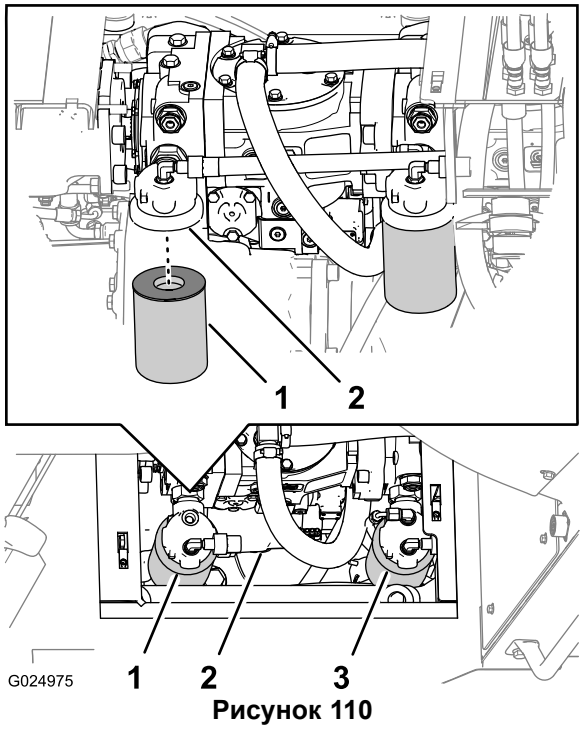

Рисунок 110
Примечание: Доступ к фильтру линии нагнетания гидросистемы осуществляется с правой стороны машины, за баком гидросистемы (Рисунок 110).
2. Подставьте емкость под фильтр линии нагнетания гидросистемы (Рисунок 110).
3. Поверните фильтр линии нагнетания гидросистемы против часовой стрелки и снимите его (Рисунок 110).